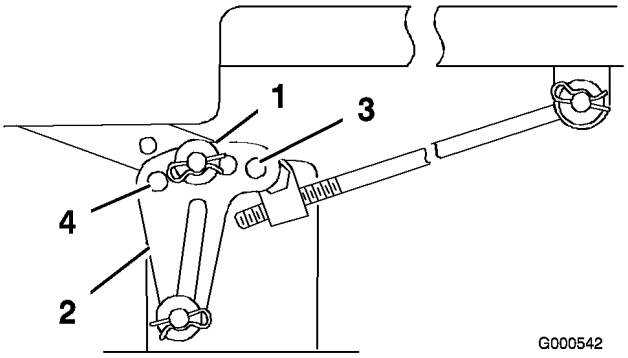

Figure 42
6. Enlevez la goupille fendue et la rondelle de l'une des pattes de mise à niveau (Figure 42).
7. Pour mettre les lames de niveau, fixez les pattes de mise à niveau dans un autre trou à l'aide de la rondelle et de la goupille fendue (Figure 42 et). Utilisez un trou plus en avant pour réduire la hauteur de ce côté, ou un trou plus en arrière pour l'augmenter. Réglez les deux côtés selon les besoins.